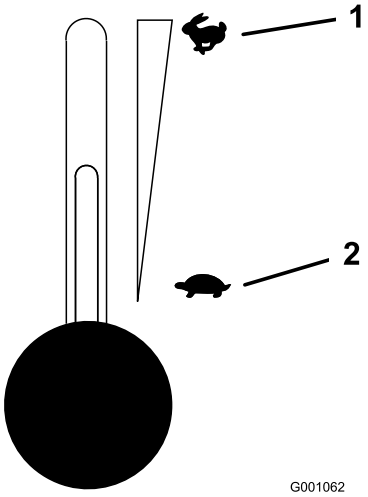

Figur 14
5. Flytta gasreglaget till mittläget (Figur 14).
2. Flytta gasreglaget till mittläget mellan långsamt och snabbt (Figur 14).